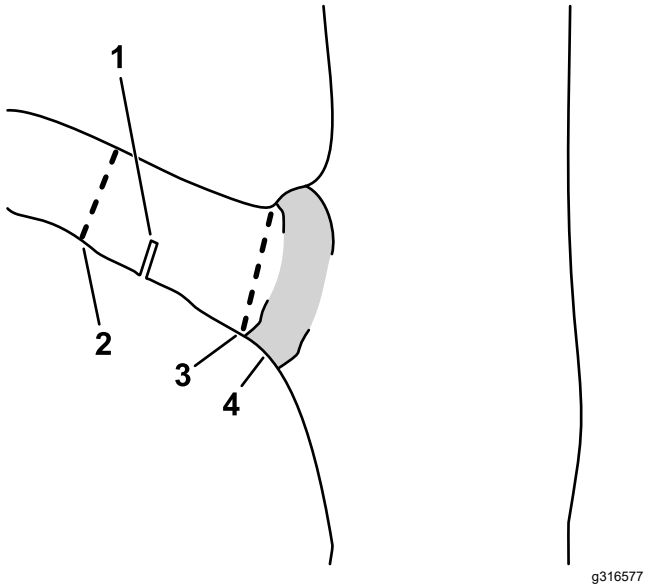

Figuur 13
C. Zaag de takstomp af bij de takkraag (Figuur 13).